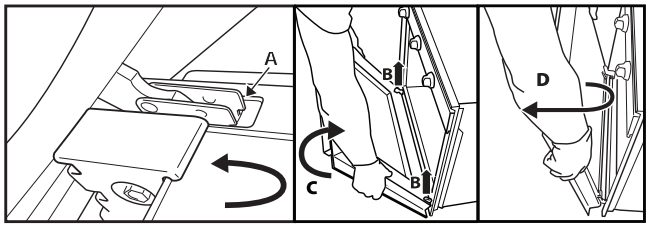

Рис. 2
3. Закройте дверцу, насколько это возможно (A), поднимите ее (B) и поверните (C) так, чтобы дверца оказалась снятой (D) (Рис. 2).